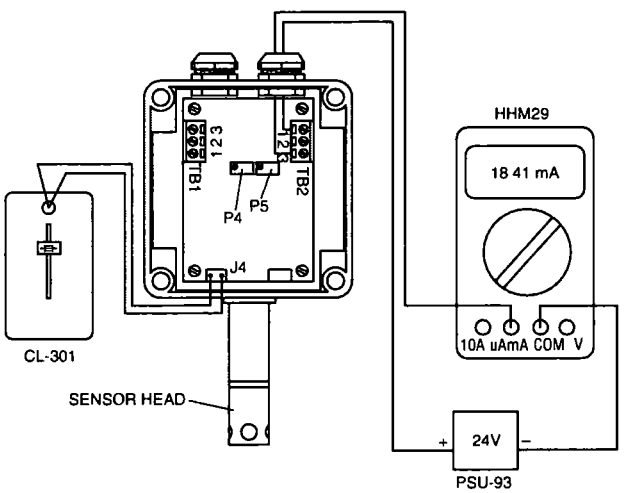

Figure 7 - HX93AC Calibration Procedure Temperature Adjustment
2. Connect the power supply and multimeter as shown in the figure 7.
13. Connect the power supply and multimeter as shown in the figure 7.